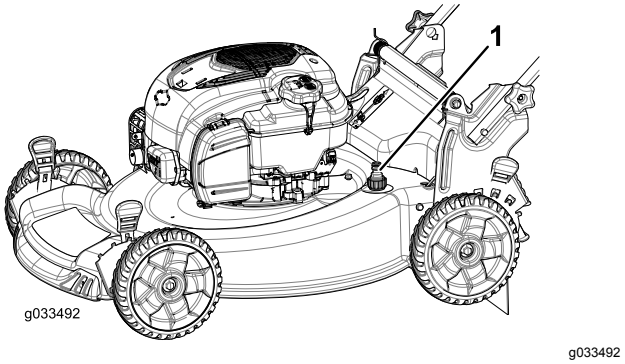

Rysunek 20
5. Podłącz wąż ogrodowy z wodą do złącza czyszczenia (Rysunek 20).